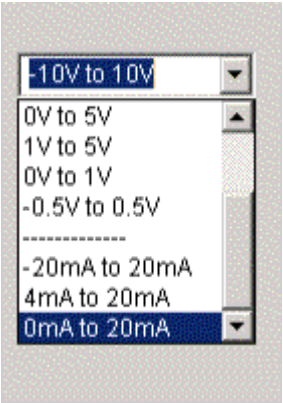

図 4-9. ドロップダウン画面（例4）
②ドロップダウンメニューから 0mAto20mA を選択します。（図 4-9 ドロップダウン画面）
③ [Download]ボタンをクリックします。